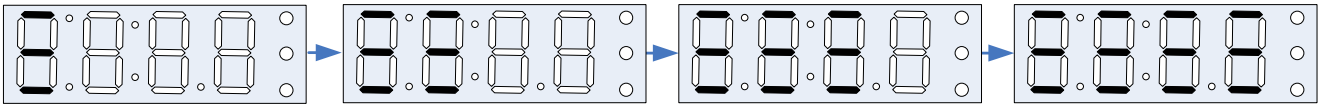

Рис. 7
2.2.3 Включить сигнализатор, удерживая нажатой кнопку «Питание» не менее 5 секунд, при этом на индикаторе, последовательно, с интервалом в ~1 секунду, должны засветиться три горизонтальных сегмента всех разрядов индикатора, как показано на Рис. 7.